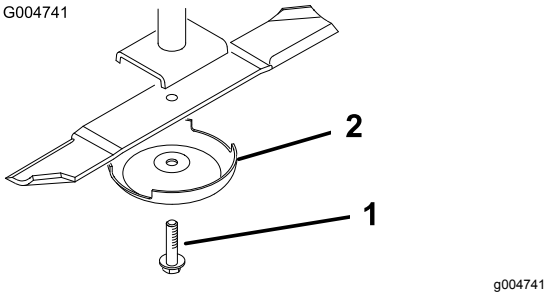

**Figur 24**
3. Fjern skæreknivsbolten, antiskalperingsskålen og skærekniven fra spindelakslen (Figur 24).